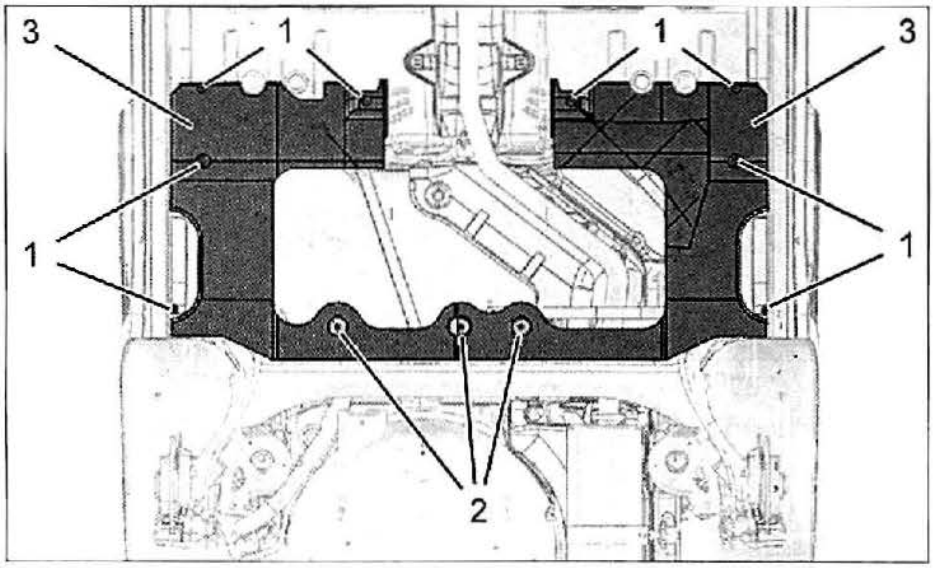
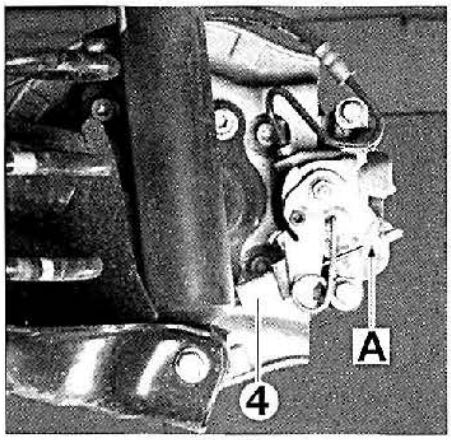
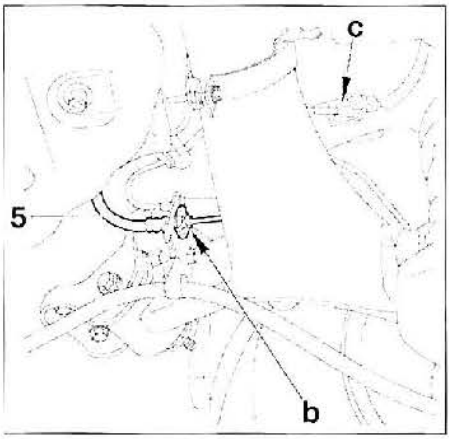

FIG. 34
FIG. 35
FIG. 36
• Desmontar **(fig. 34):**
- las tuercas (1)
- los tetones de plástico (2)
- las protecciones (3)
• Separar los cables de freno de estacionamiento (4) (en "A") **(fig. 35).**
• Separar de las guías los cables de freno de estacionamiento (4).
• En ambos lados **(fig. 36):**
- separar los tubos de freno (5) en las tuberías rígidas de freno (en "B")